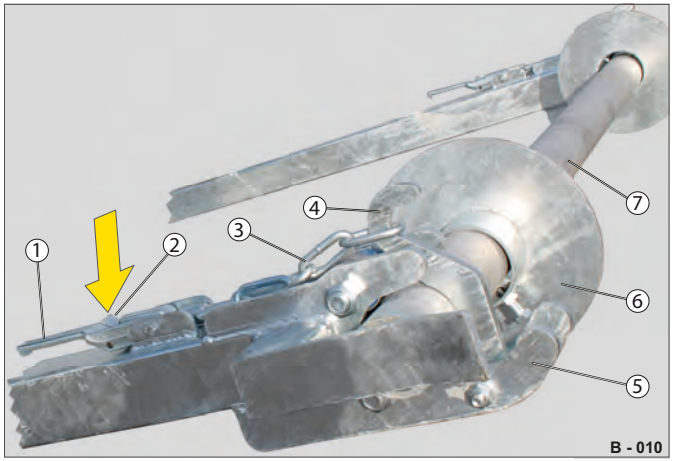
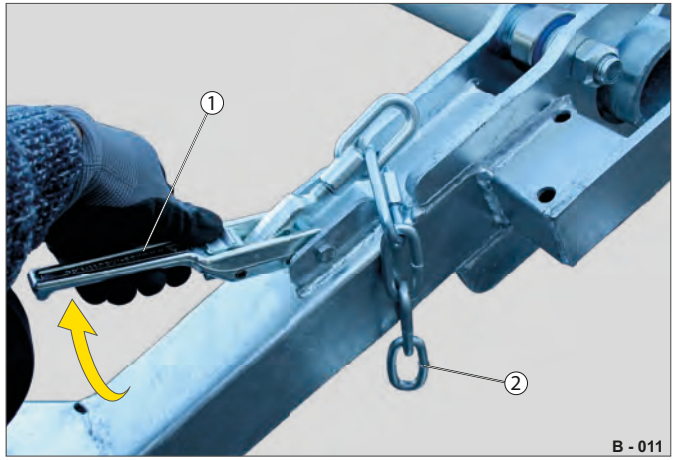

Fig. 2 Transportaksel sikret
Fig. 3 Transportaksel afsikret
▶ Tag fat i håndtaget (Fig. 2 /1) på excenterlukningen, og tryk sikringen (Fig. 2 /2) ind.
Kæden (Fig. 2 /3) slækkes.
▶ Løft håndtaget (Fig. 3 /1), og frigør kæden (Fig. 3 /2) fra krogen (Fig. 2 /4).